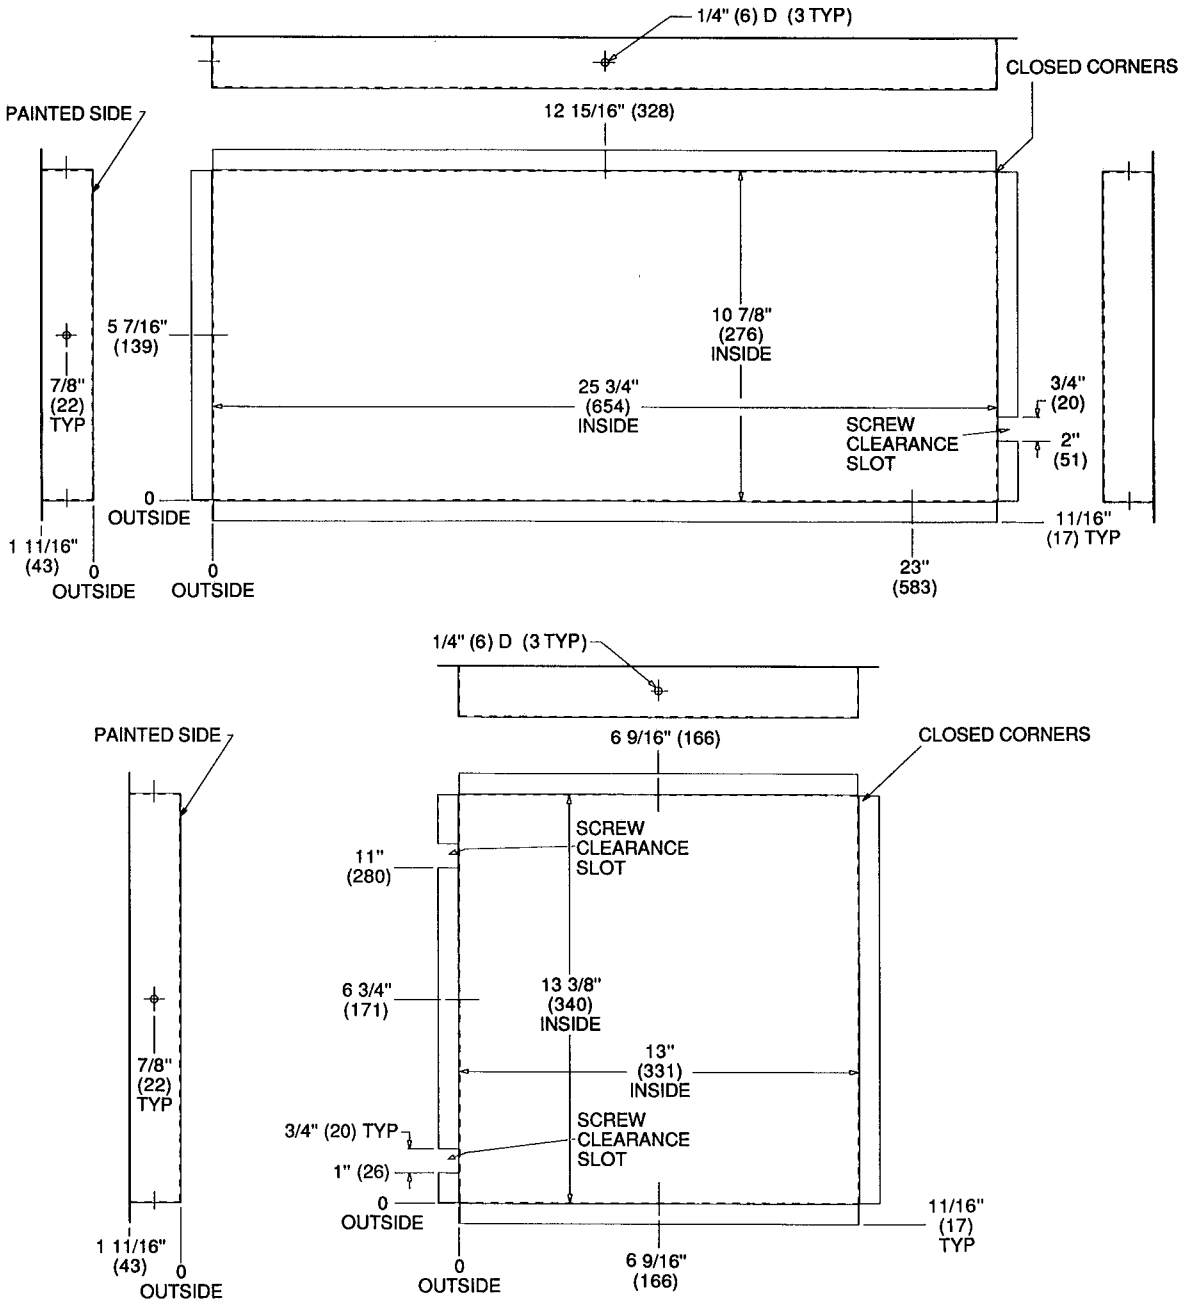

Fig. 3 – Accessory Duct Cover Dimensions for 555A,655A060 Units
1. Refer to Fig. 3 for 555A,655A060 accessory duct cover dimensions.
3. Locate existing clearance holes on sides of duct covers. See Fig. 3. Using the clearance holes, attach duct covers to the unit using 4 self-tapping screws provided (2 each flange).